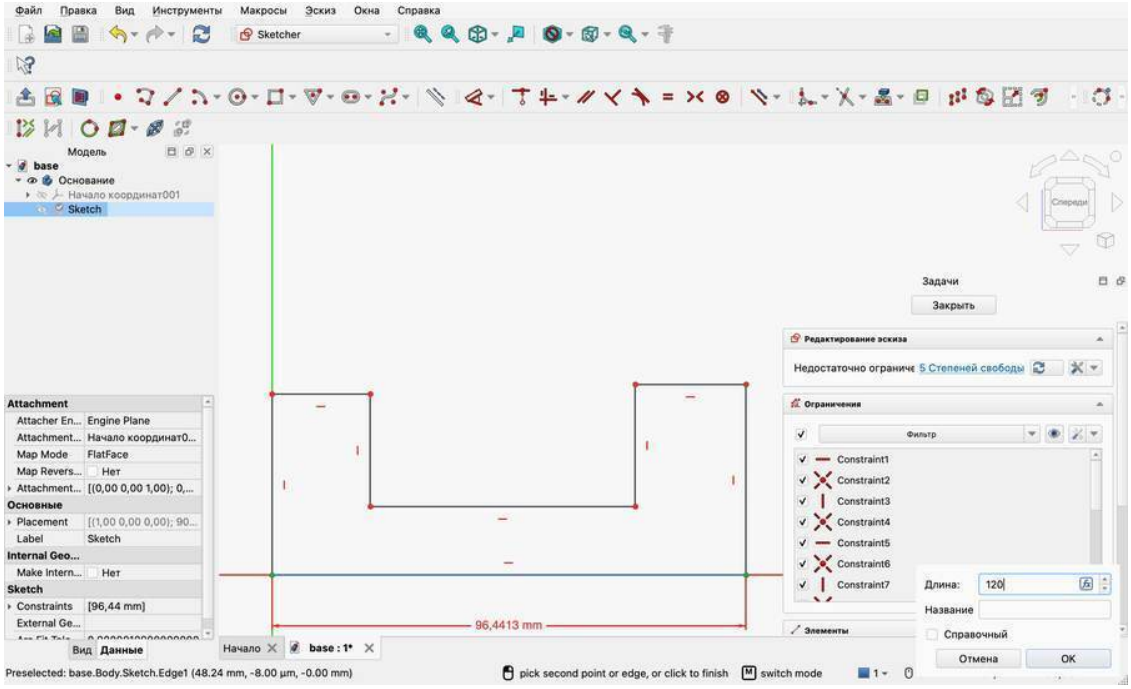

Рис. 5.3 — Первый размер: в окне «Введите длину» набрано 120
3. В окне стоит длина, которая получилась у вас на глаз, — у нас это 96,44 mm, она видна на размерной линии рис. 5.3. Наберите 120 и нажмите «OK».